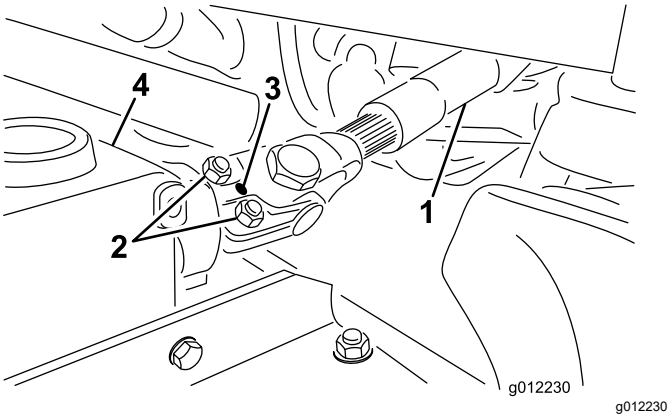

**Rysunek 6**
A. Wyjmij kołek sprężysty z jarzma końcowego i wału skrzyni biegów (Rysunek 6).
B. Poluzuj 2 śruby niewypadające i nakrętki zabezpieczające (Rysunek 6).
C. Zamocuj jarzmo końcowe wału napędowego PTO do wału skrzyni biegów za pomocą kołka sprężystego (Rysunek 6).
D. Dokręć przeciwnakrętki, aby przymocować jarzmo końcowe do wału skrzyni biegów (Rysunek 6). Dokręć przeciwnakrętki z momentem od 20 do 25 N·m.